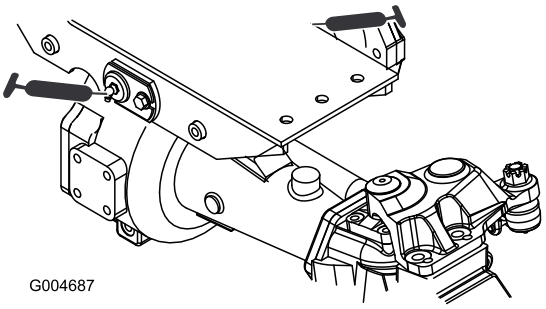

Figur 36
- Främre och bakre axeltappsbussningar (2) (Figur 36)